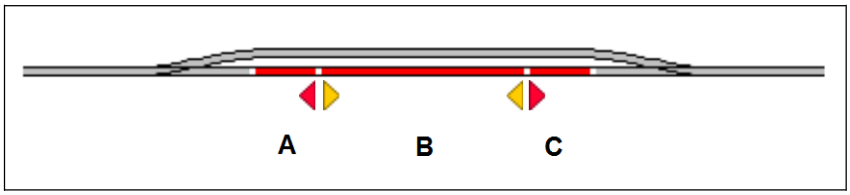
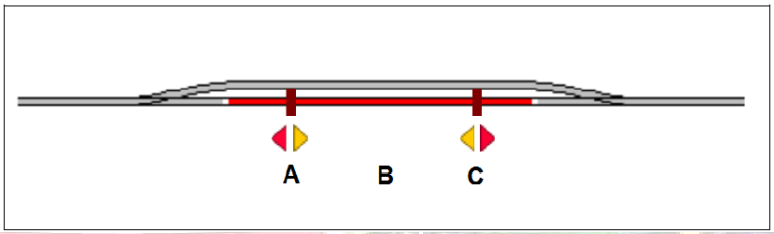
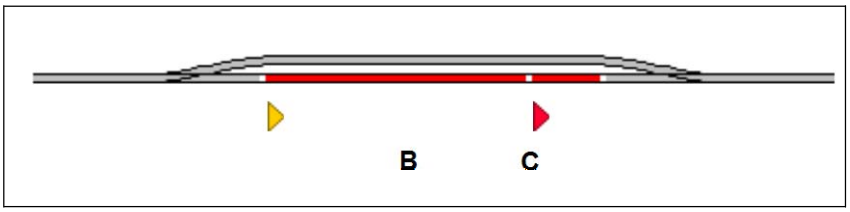

Imagen 109: Bloque con tres sensores de ocupación
Imagen 110: Bloque con un detector de ocupación y dos sensores momentáneos
Imagen 113: Bloque con dos sensores de ocupación
La Imagen 109 muestra un bloque equipado con tres sensores de ocupación. Cada uno de estos sensores está asociado a un indicador de contacto en el software que delimitan las secciones A, B y C del bloque. Todos los indicadores están asignados al mismo bloque en el software. El bloque se indica como ocupado en cuanto un tren entra en la sección A por la izquierda o en la sección C por la derecha. El bloque vuelve a estar ocupado hasta que el tren abandona la sección opuesta. Se ha definido un marcador de parada para la sección A para los trenes que circulan por la izquierda y la sección C se ha marcado con un indicador de parada para los trenes que circulan por la derecha. Los trenes se paran en el límite entre B y A o B y C, respectivamente. La sección B está asociado a dos marcadores de freno para ambos sentidos. Los trenes empiezan a disminuir su velocidad cuando entran en B desde cualquier dirección. Las secciones A y C deben ser lo suficientemente largas como para que cada tren se detenga de manera segura antes de tocar uno de los desvíos. En el otro lado, el tren más largo debe entrar completamente en el bloque cuando se detenga. Por esta razón, los límites entre B y A o C, respectivamente, donde se paran los trenes, deben estar situados lo suficientemente cerca de los límites del bloque.
La configuración que se muestra en la Imagen 109 es la solución óptima y recomendada. El bloque se indica como ocupado siempre y cuando el tren se encuentre en uno de los tres tramos o secciones en que hemos dividido el bloque. Además, sería posible incluso distinguir en cuál de las tres secciones A, B o C se encuentra un tren. Los coches perdidos o aparcados también pueden ser detectados si provocan una indicación de ocupación. Los trenes con tracción también pueden ser tratados si el primer vagón genera una indicación de ocupación. Este método requiere el esfuerzo, sin embargo, de cortar los rieles en los límites de cada sección de ocupación.
La Imagen 110 muestra un bloque equipado con un sensor de ocupación (B) y dos sen- sores momentáneos (A y C). Cada uno de estos sensores está asociado a un indicador de contacto en el soft- ware llamado A, B y C. Todos los indicadores están asignados al mismo bloque en el software. El bloque se indica como ocupado tan pronto como un tren entra en la sección B desde cualquier dirección. El bloque permanece ocupado hasta que el tren abandona el tramo B. El indicador A corresponde adicionalmente a un marcador de parada para los trenes que circulan por la izquierda, C está marcado con un marcador de parada para los trenes que circulan por la derecha. Ambos indicadores están marcados adicionalmente con marcas de freno para la dirección opuesta, respectivamente. La ubicación de A y C debe garantizar que cada tren se detenga de forma segura antes de tocar uno de los desvíos. En el otro lado, el tren más largo debe encajar completamente en el bloque cuando se detenga. En este caso, los sensores A y C respectivamente, donde los trenes están parados, deben estar ubicados lo suficientemente cerca de los límites del bloque completo.
La aplicación de la Imagen 110 ha tenido en cuenta que los contactos momentáneos tienden a ser menos fiables que los sensores de ocupación.
La Imagen 113 se ha derivado del Imagen 109 eliminando el sensor A. Se supone que el bloque sólo se pasa de izquierda a derecha. B actúa como marcador de freno y C como marcador de parada para los trenes que circulan por la derecha.
Las diferentes configuraciones expuestas en esta sección son sólo ejemplos. Configuraciones similares a la Imagen 113 también se pueden hacer con contactos momentáneos en lugar de sensores de ocupación o con una mezcla de ambos tipos similar a la Imagen 110. Se puede pensar también en otras configuraciones. No hay una mejor manera de configurar un bloque. La solución óptima no sólo depende de los requisitos técnicos, sino también de los equipos que ya tiene y de cuánto dinero quiere gastar en equipos nuevos.